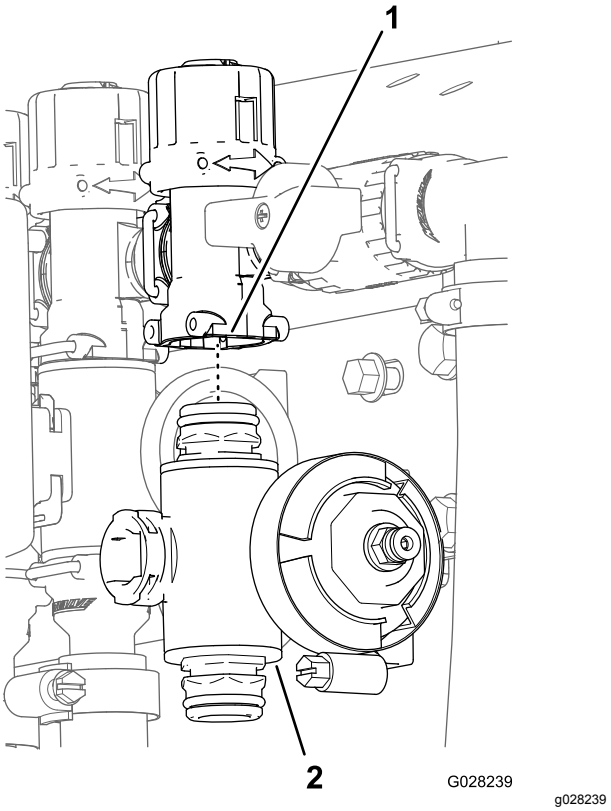

Figur 96
3. For venstre eller høyre bomseksjonsventiler: fjern flenshodeskruene og de flensede låsemutterne som sikrer seksjonsventilen(e) til ventilfestet, og fjern ventilmanifoldet fra maskinen. For midtre seksjonsventil: fjern seksjonsventilmanifoldet fra maskinen (Figur 96).